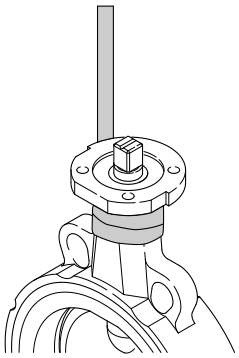
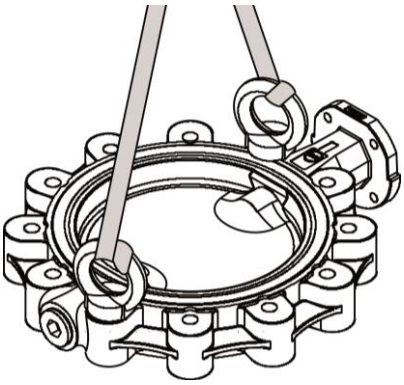

Bild1
Bild 3
- Anschlag von Haltegurten gemäß Bild 1 bis Bild 3,